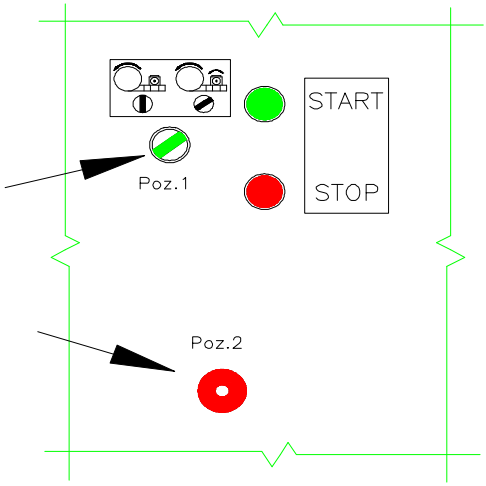

Rys. 6 Pulpit sterowniczy przenośnika T 450
- sprawdzić, czy wyłącznik dozownika znajduje się w pozycji startowej (rys.6, poz.1),